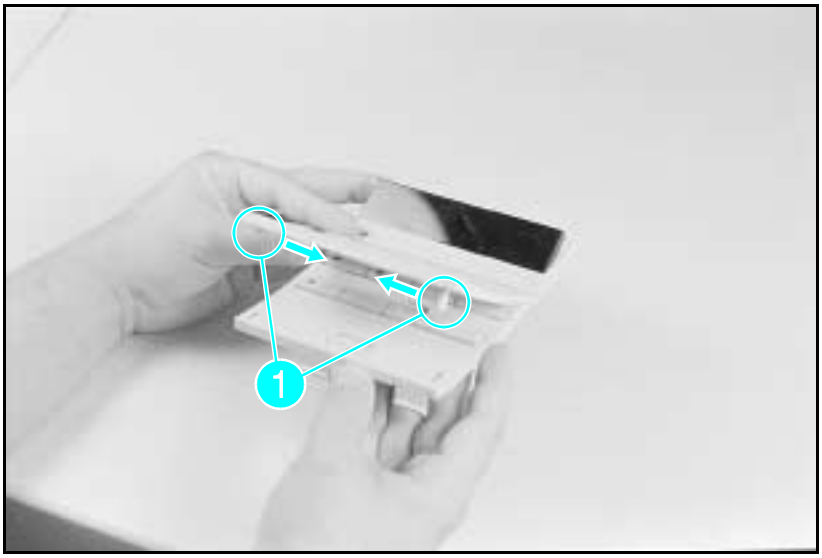

Figure 6-22 Changing the Control Panel Overlay
5 If you must replace the Control Panel Overlay, release the (2) retaining tabs from the Control Panel and separate the overlay from the Control Panel (see Figure 6-22, callout 1).
6 Squeeze the sides of the Control Panel Overlay to release the (2) tabs (see Figure 6-22, callout *1*).